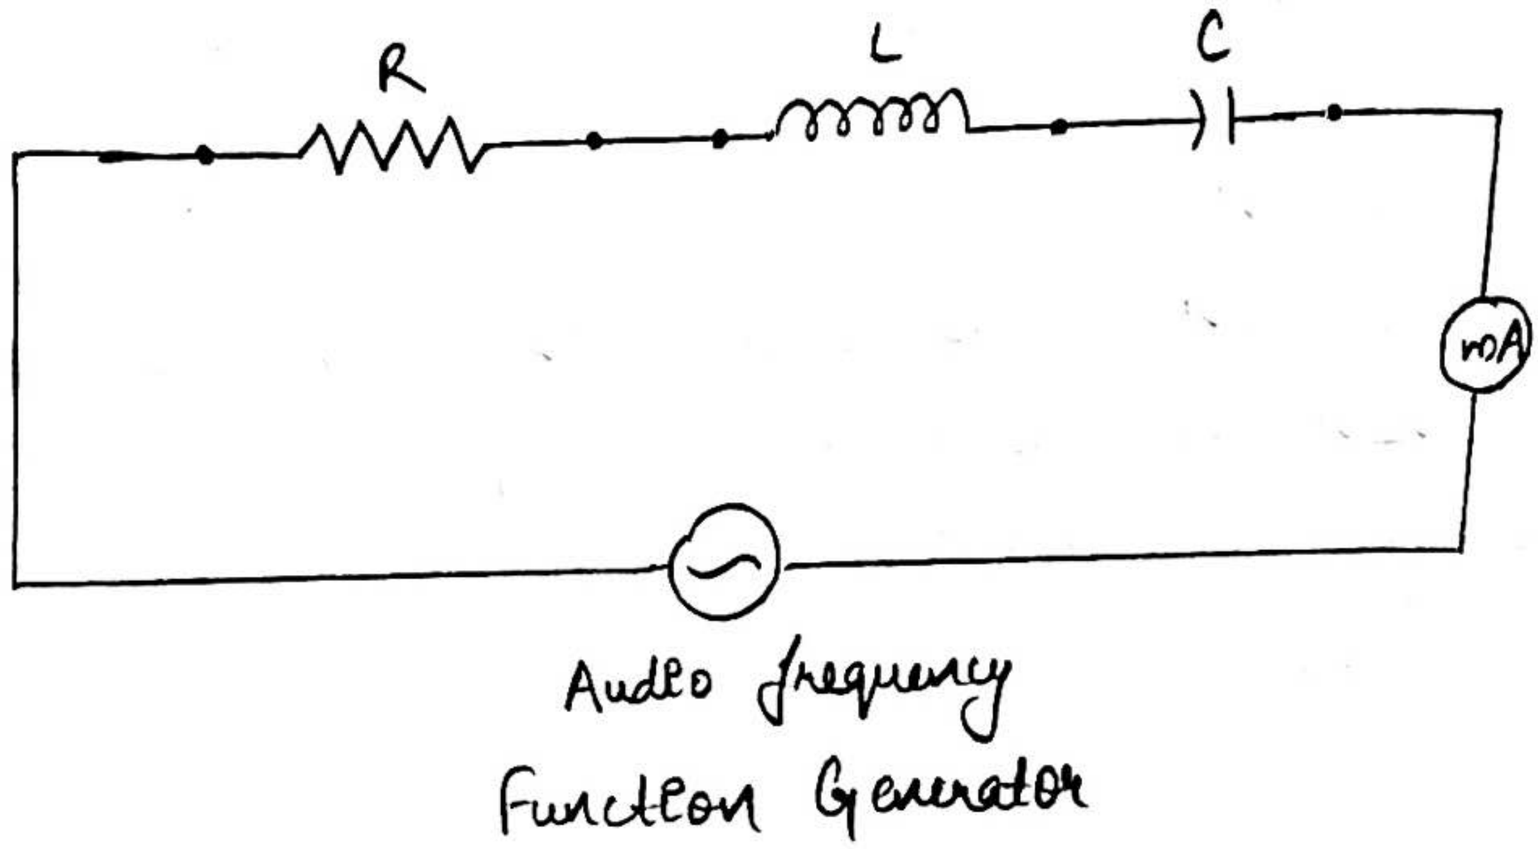

Fig. 1: Circuit connection for series resonance
1. Connect the circuit as shown in figure 1.